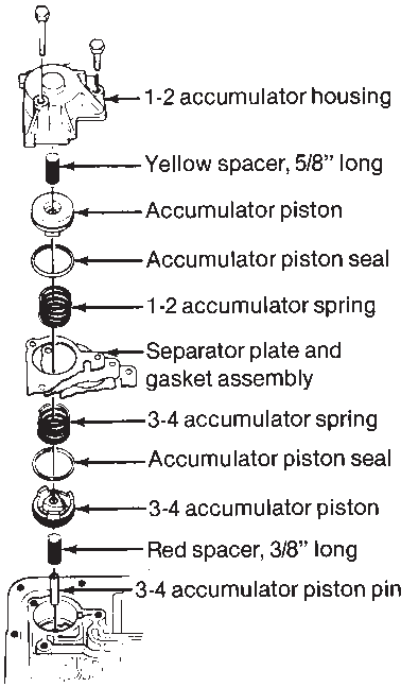

Figure 10
STEP 5. Beginning mid 1987 model year, TH-700's have an auxiliary valve body located where earlier models have a cover plate **(See Fig. 2.)** Remove the cover plate or auxiliary valve body. Be careful not to drop the check ball located in the auxiliary valve body **(See Fig's. 8, 8a, 8b,& 8c)** Remove the 1-2 accumulator housing while holding the separator plate up to the case. Then slowly lower the separator plate and retrieve the check balls located above the plate. Make note of the **color** and **location** of the 1-2 and 2-3 accumulator springs for correct reassembly **(See Fig. 10.)** Remove all old gasket material from these parts. **Note: Early 1982 TH-700's had a support plate located under the 1-2 accumulator housing.** If your transmission is fitted with this plate, carefully save the gasket as you will have to re-use the gasket upon reassembly (Gasket GM P/N 8642129 is not included in kit.)
STEP 13. Heavy Duty Only; Place the 3-4 accumulator pin in the case. Over the pin place the **RED** (3/8") spacer sleeve, accumulator piston and spring (spring is installed at step 17.) Use a dab of grease or petroleum jelly to hold components in place **(See Fig. 10)** Proceed to step **15**.
STEP 15. Heavy Duty Only; Remove the spring and piston from the 1-2 accumulator housing **(See Fig. 10.)** Install over the pin the **YELLOW** spacer, piston (notice orientation) and spring. Proceed to step **17**.